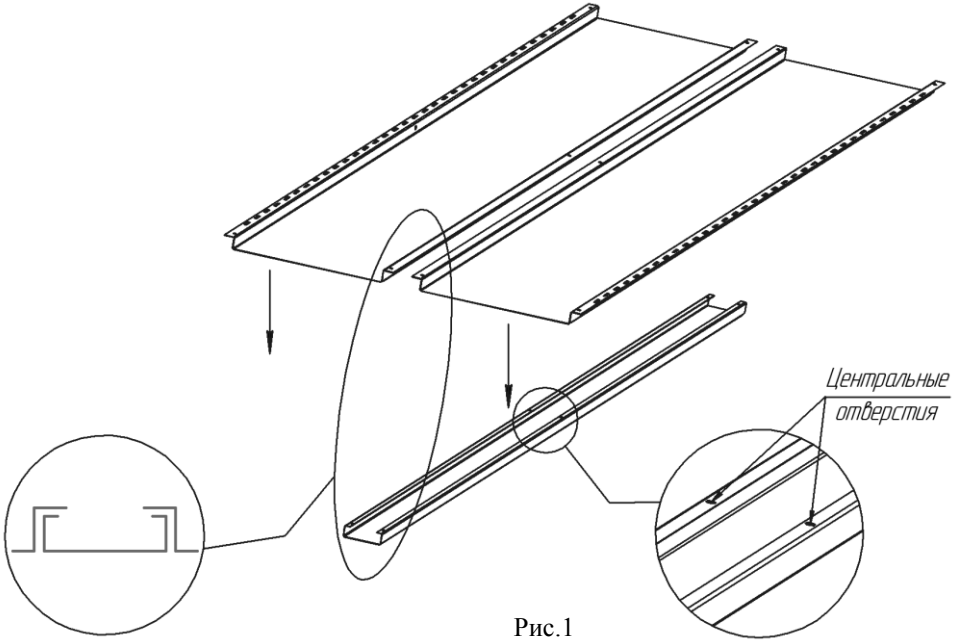

Рис.1
4.1. Приклепать задние стенки через центральные отверстия к планке (Рис.1).